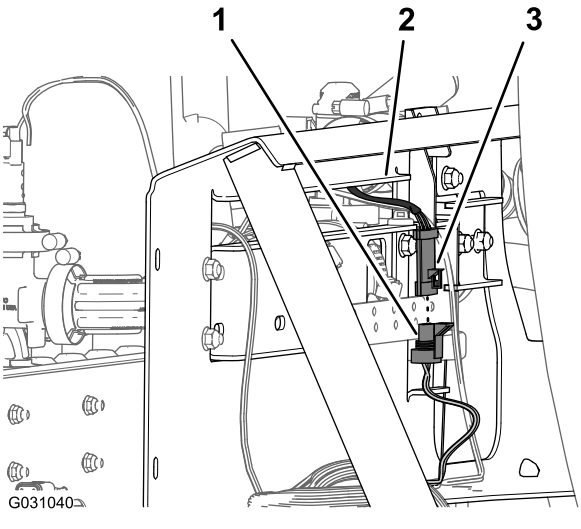

Figur 110
6. Anslut kontakten med tre stift på omrörningsventilens kablage till kontakten med tre uttag på den 203 cm långa kablagedelen märkt **Agitation Valve** (Figur 110).